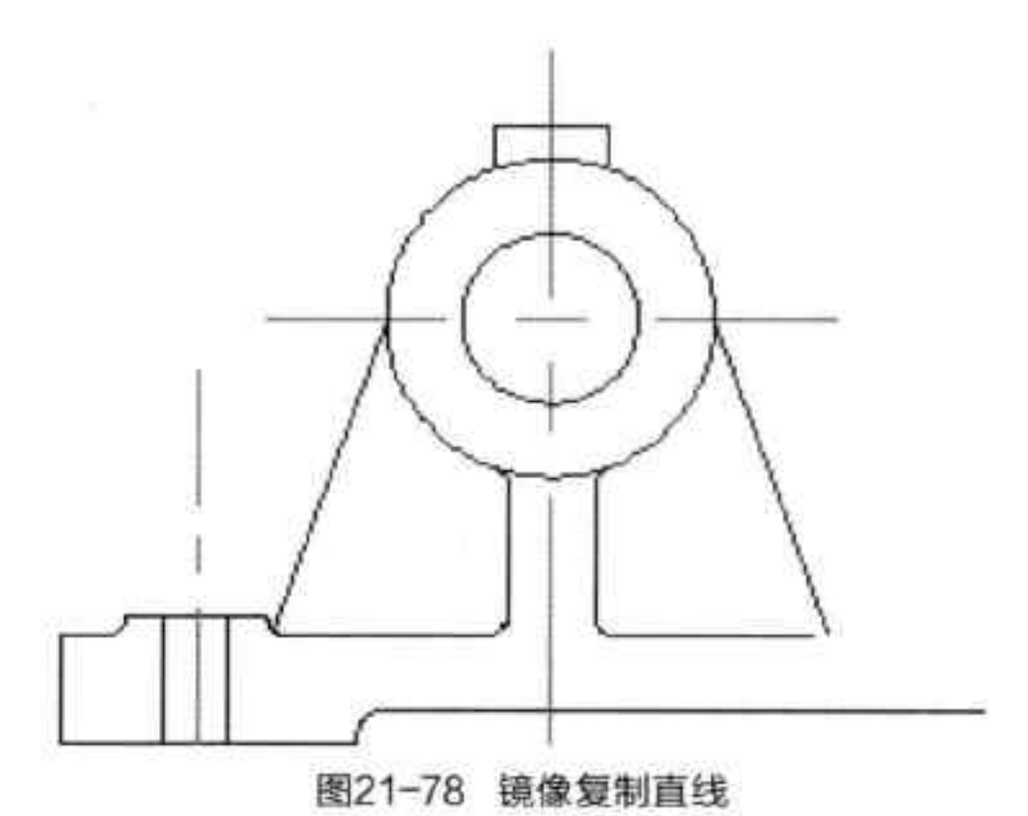

图21-78 镜像复制直线
Step 37 执行“镜像”命令，选择镜像对象，进行镜像复制操作，如图 21-78 所示。